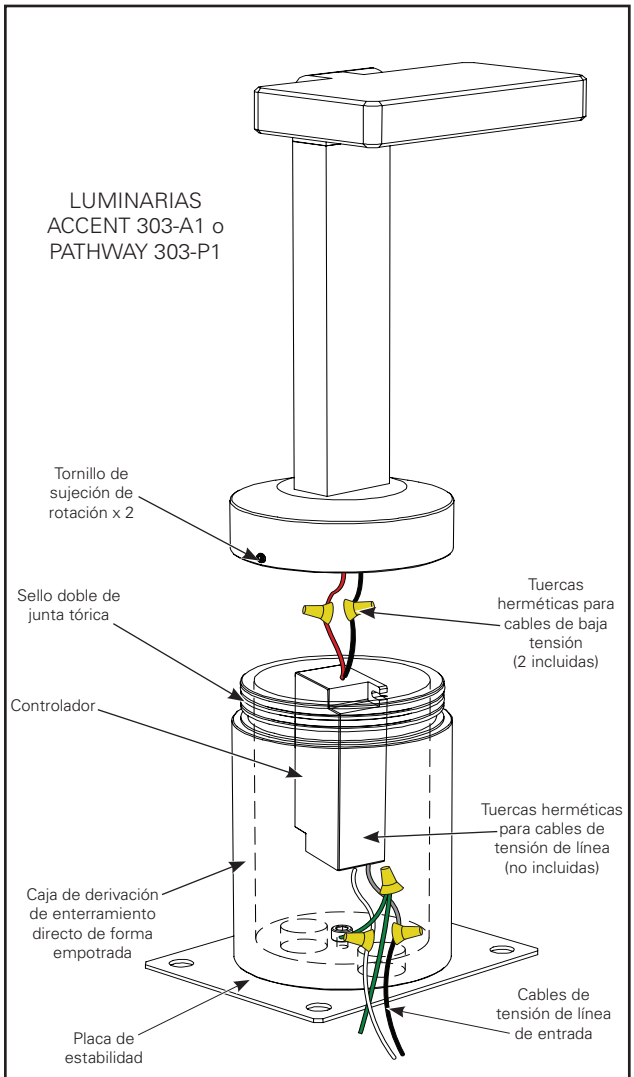

Figura 1.
1. Desembale las luminarias EON Accent o Pathway y asegúrese de que todas las piezas incluidas estén presentes. Los conectores herméticos para cables, la llave allen de 9/64" y la llave allen de 5/64" son necesarios pero no vienen incluidos. Ver Figura 1.
1. Con la Figura 1 como referencia, extraiga la luminaria de la caja de derivación de enterramiento directo extrayendo los dos tornillos de sujeción de rotación. *NO PIERDA NI COLOQUE EN OTRO LUGAR LOS TORNILLOS DE SUJECIÓN.*
5. Direccione la luminaria y bloquéela en su lugar con los dos (2) tornillos de sujeción de rotación.
6. Rellene con gravilla el espacio restante entre la caja de derivación y la pared del hoyo. La luminaria debe instalarse a una profundidad mínima de 3" (7,6 cm) en gravilla o en una base de drenaje equivalente. Ver Figura 1